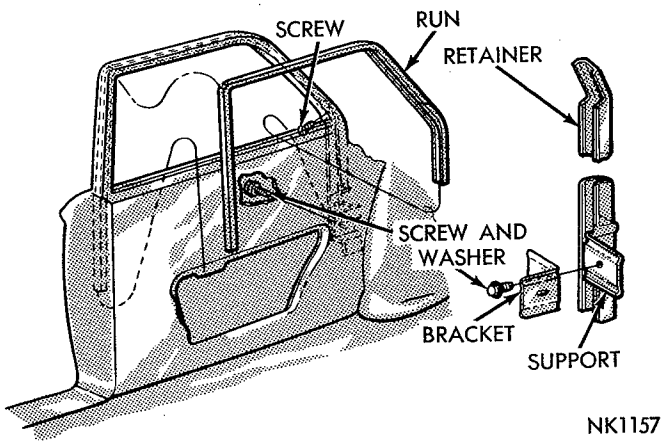

*Fig. 126—Glass Run*
(2) Remove glass run from rear run retainer (Fig. 126) and from channel between inside and outside panels. The run is a press fit into the channel and lower run retainer.
(3) Remove screw attaching rear run retainer to window opening frame and drain trough.
(4) Remove screw and washer attaching rear run retainer support to support bracket.
(5) Remove run retainer.